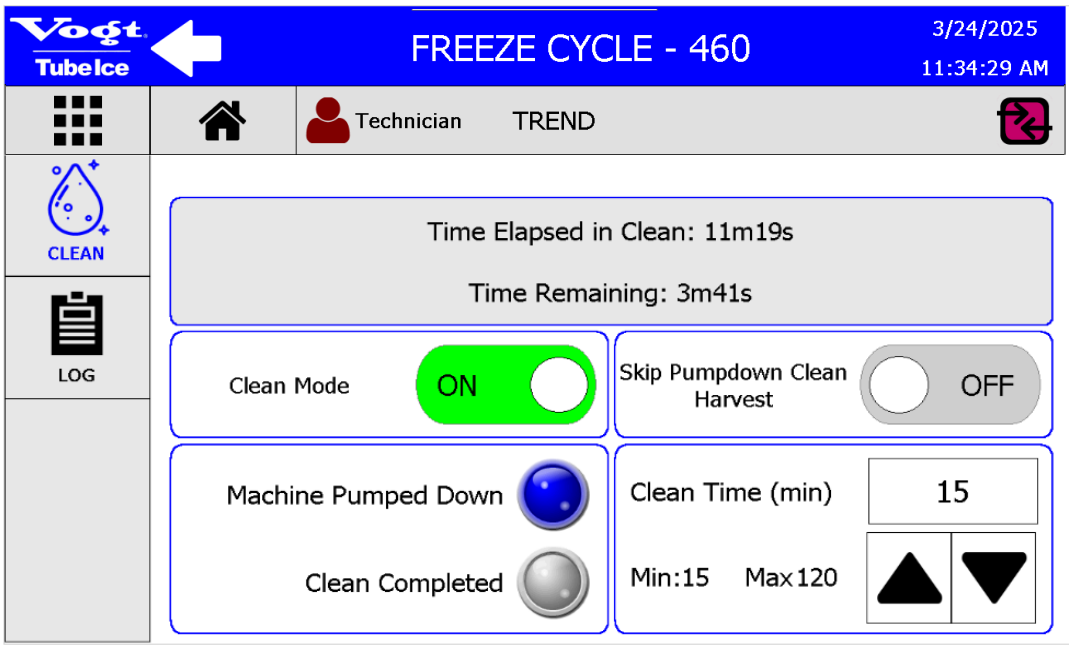

Figure 65: CLEAN Screen – Machine Pumped Down
10. After the machine has pumped down, the icon next to **Machine Pumped Down** will turn blue, the compressor will turn off, and the water pump will begin circulating the cleaning solution. See **Figure 65**.